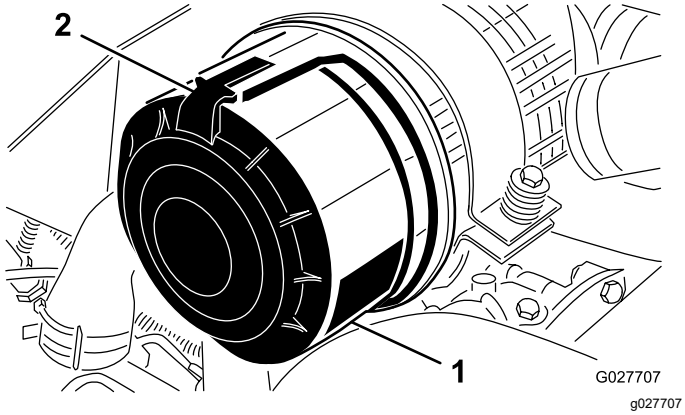

Rysunek 57
1. Zwolnij zaczepy mocujące pokrywę filtra powietrza do obudowy filtra powietrza (Rysunek 57).